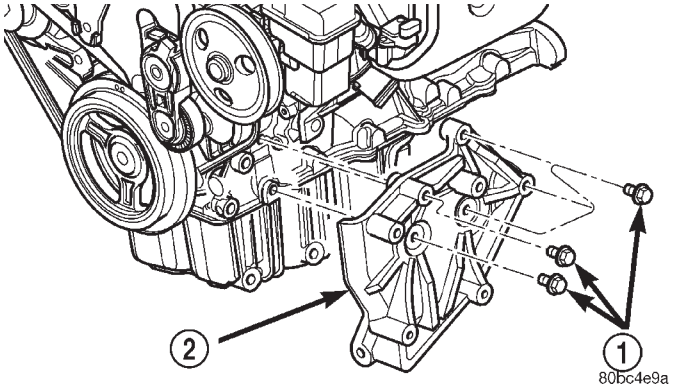
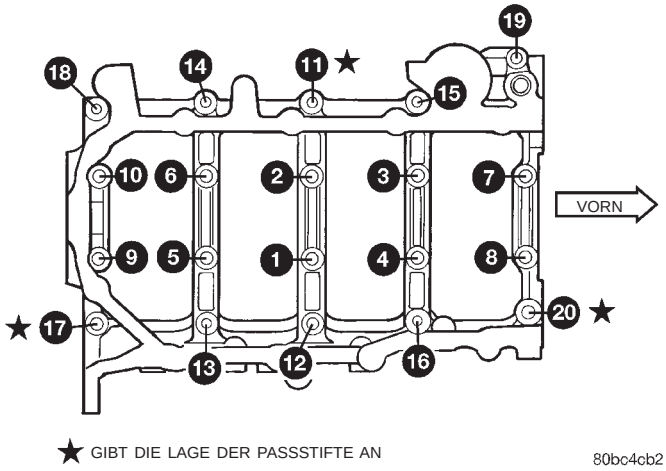

Abb. 95 Halterung/Torsionsstrebe
Abb. 100 Anzugsreihenfolge für die Schrauben der Grundplatte/Hauptlagerdeckel
(8) Nockenwellenrad und hintere Zahnriemenabdeckung demontieren. Näheres hierzu siehe entsprechenden Arbeitsgang in diesem Abschnitt.
(9) Kurbelwellenrad demontieren. Näheres hierzu siehe entsprechenden Arbeitsgang in diesem Abschnitt.
(10) Halterung untere Torsionsstrebe/Klimakompressor vom Motor demontieren (Abb. 95).
(11) Ölfilter und -adapter demontieren.
(12) Ölwanne demontieren.
(13) Ansaugleitung der Ölpumpe demontieren.
(14) Ölpumpe demontieren.
(15) Kurbelwinkelgeber demontieren.
(16) Nummer des Zylinders auf jedem Pleuellagerdeckel mit wasserfester Tinte oder Farbe markieren.
(6) Vor dem Eindrehen der Schrauben Gewinde mit sauberem Motoröl bestreichen. Überschüssiges Öl abwischen.
(7) Schrauben 11, 17 und 20 (Hauptlager/Kurbelgehäuse an Motorblock) von Hand anziehen. Schrauben anziehen, bis die Grundplatte/Kurbelgehäuse am Motorblock zur Anlage kommt (Abb. 100).
(8) Schrauben Grundplatte/Motorblock (1-10) eindrehen und mit einem Anzugsmoment von 81 N·m (60 ft. lbs.) in der angegebenen Reihenfolge anziehen (Abb. 100).
(9) Schrauben Grundplatte/Motorblock (11-20) eindrehen; mit den Stehbolzen/Schwallblech an den Positionen 12, 13 und 16 und alle Schrauben mit einem Anzugsmoment von 34 N·m (25 ft. lbs.) in der angegebenen Reihenfolge festziehen (Abb. 100).
(10) Nach der Montage der Grundplatte das Durchdrehmoment der Kurbelwelle messen. Das Drehmoment darf maximal 5,6 N·m (50 in. lbs.) betragen.
(11) Nähere Informationen zur Prüfung des Axialspiels der Kurbelwelle siehe entsprechenden Arbeitsgang in diesem Abschnitt.
(12) Pleuellager und Pleuellagerdeckel montieren. Neue Pleuellagerschrauben eindrehen und mit einem Anzugsmoment von 27 N·m (20 ft. lbs.) zzgl. 1/4 Umdrehung festziehen.
(13) Ölpumpe und vorderen Dichtring der Kurbelwelle montieren.
(14) Ölansaugleitung und Ölwanne montieren. Näheres hierzu siehe entsprechenden Arbeitsgang in diesem Abschnitt.
(15) Ölfilteradapter und Filter montieren.
(16) Halterung untere Torsionsstrebe/Klimakompressor am Motor montieren (Abb. 95).
(17) Untere Zahnriemenabdeckung und Nockenwellenrad montieren.
(18) Kurbelwellenrad, Spannrolle/Zahnriemen, Zahnriemen und Abdeckung montieren.
(19) Halterung/Motoraufhängung montieren.
(20) Motor vom Motorständer nehmen und auf die Spezialwerkzeuge 6135 und 6170 (fahrbarer Motorheber) setzen. Haltebänder um Motor und Spezialwerkzeug legen und festziehen.
(21) Hinteren Kurbelwellendichtring montieren. Näheres hierzu siehe entsprechenden Arbeitsgang in diesem Abschnitt.
(22) Mitnehmerscheibe/Schwungrad montieren. Mopar® Lock & Seal Adhesive auf die Gewinde auftragen und mit einem Anzugsmoment von 95 N·m (70 ft. lbs.) festziehen.
(23) Getriebe am Motor montieren.
(24) Manschette montieren. Näheres hierzu siehe entsprechenden Arbeitsgang in diesem Abschnitt.
(25) Motor montieren. Näheres hierzu siehe entsprechenden Arbeitsgang in diesem Abschnitt.
(26) Anpassungsverfahren für Nockenwelle und Kurbelwelle wie folgt durchführen: